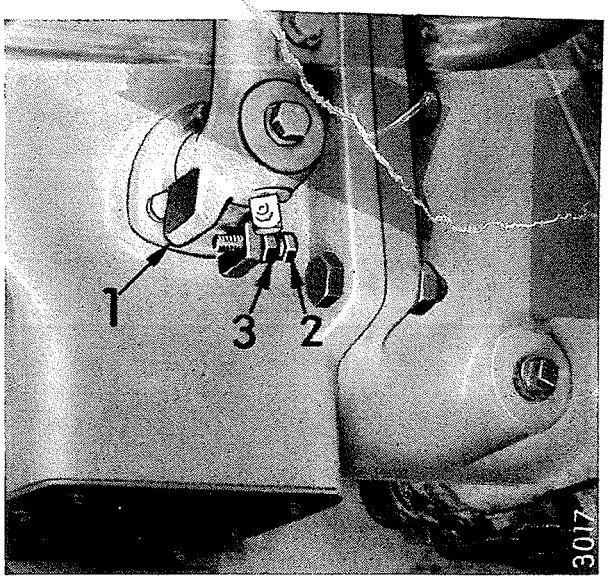

Bild 258
Den Gesamtweg des Kupplungspedals durch die Stellschraube (2), Bild 258 so begrenzen, daß er ca. 100 mm beträgt. Mit der Hand prüfen, ob sich die Kupplungswelle bei Neutralstellung des Getriebes und ausgerückter Kupplung ungehindert drehen läßt. Kontermutter (3) der Stellschraube festziehen.